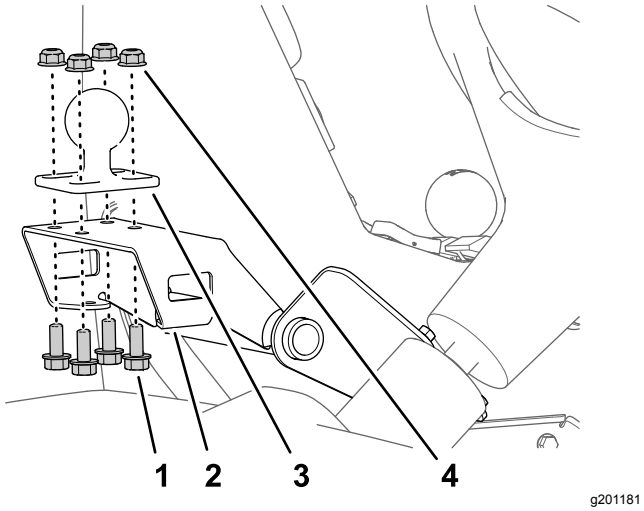

Rysunek 166
1. Zamocuj przegub kulowy do wspornika na mocowaniu monitora (Rysunek 166) za pomocą 4 kołnierzowych (5/16 x ¾ cala) 4 nakrętek kołnierzowych zabezpieczających (5/16 cala).